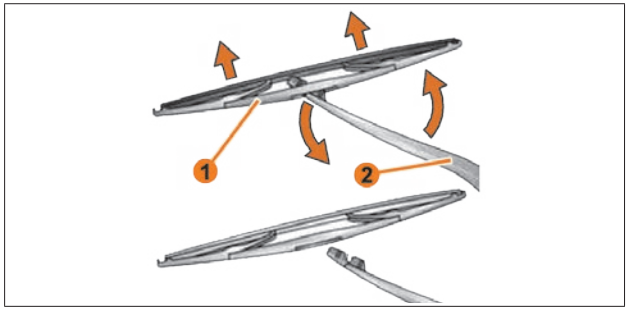

Рис. 9.2. Замена щеток стеклоочистителя заднего стекла
- При выключенном зажигании поднимите рычаг стеклоочистителя **2** (рис. 9.2).